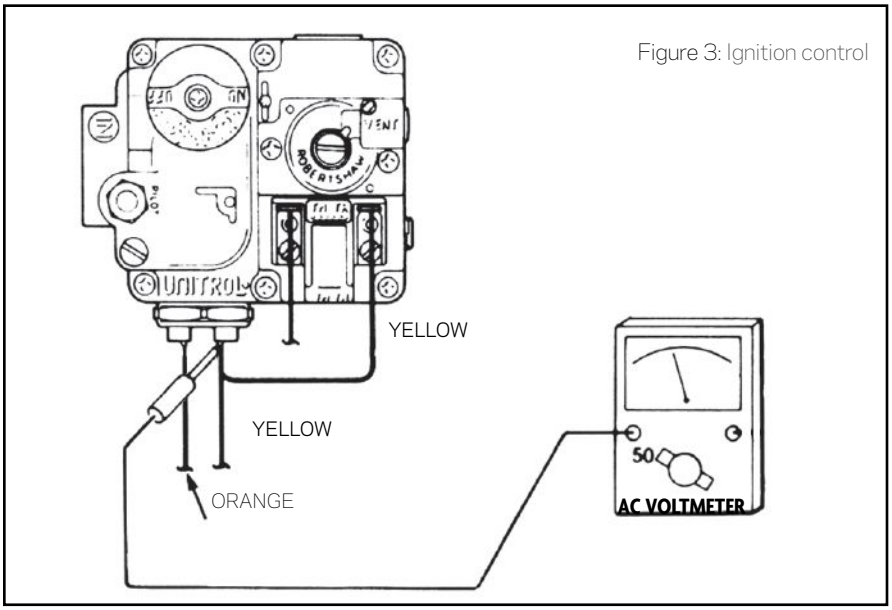

Figure 3: Ignition control
• **Check the ignition control.** When an IID heater won't fire, the ignition control is another suspect. Electrically, the ignition control is tested in the same fashion as the safety devices. First, verify that it's receiving 20- to 30 volts. Then make a visual inspection of the unit and test for a spark at the pilot-burner electrode. Use caution around the electrode: It has low amperage, but a high voltage! (see Figure 3).